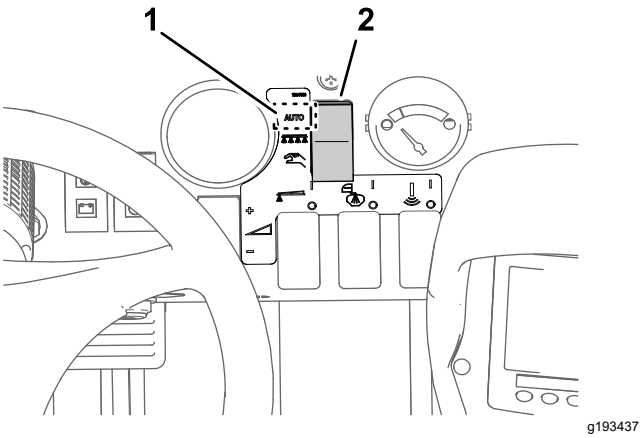

Bild 38
3. Stellen Sie die Taste für den Sprühmodus auf den Dosierungsmodus (Bild 38).